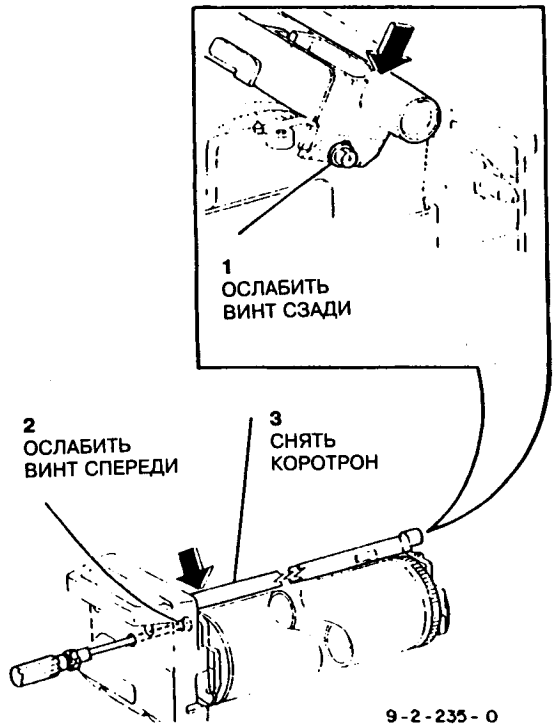

Рис.2 Снятие узла коротрона
5. Снять узел экрана коротрона зарядки (рис.2).